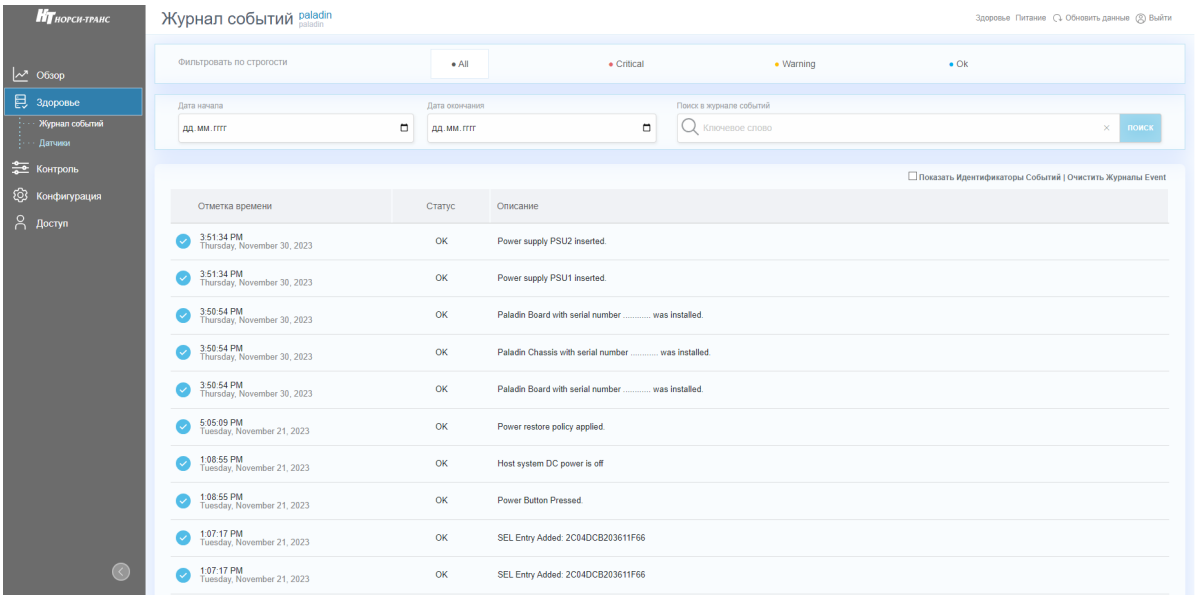

Рис. 66. Окно «Журнал событий»
2) Пройдите во вкладку «Здоровье» → «Журнал событий» в данной вкладке отображены все события произошедшие в сервере. В поле «Фильтровать по строгости» произведите фильтрацию по степени серьезности события. В поле «Дата начала» произведите фильтрацию по дате начала события, в поле «Дата окончания» произведите фильтрацию по дате окончания события, в поле «Search event log» произведите фильтрацию по ключевым словам события. Окно показано на рис. 66 Окно «Журнал событий».